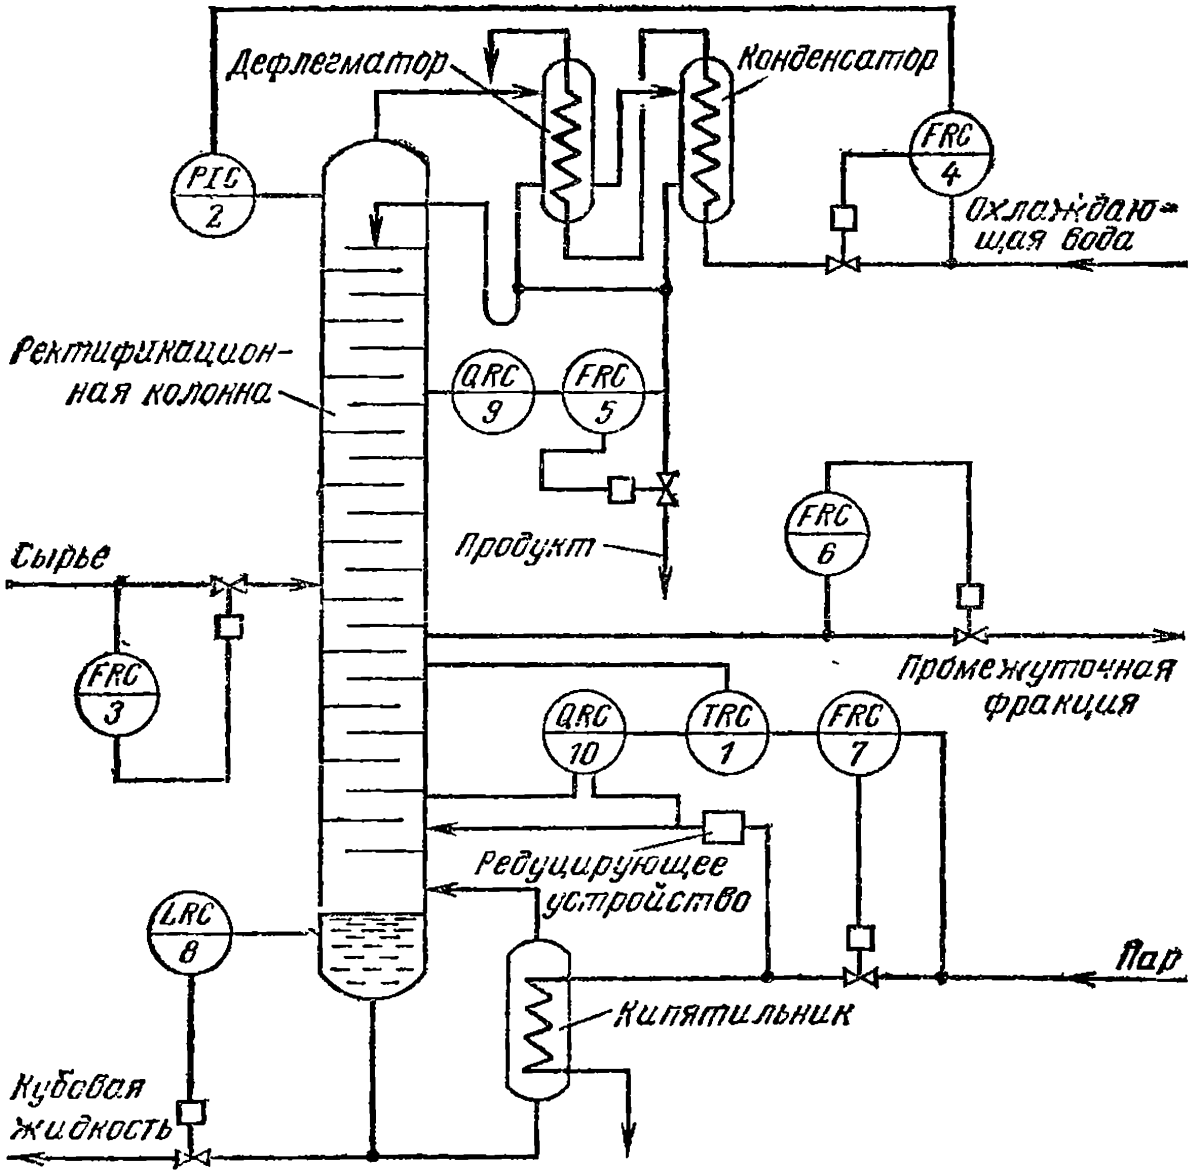

Рис. 5.5. Пример выполиения фуикциональной схемы автоматизации по второму способу
5.5. Какой параметр регулируется, а какой ивляется корректирующим в комплекте аппаратуры на рис. 5.5, поз. *5* и *9*?
5.6. Какие фушкции выполняет комплект аппаратуры на рис. 5.5, поз. *8*?